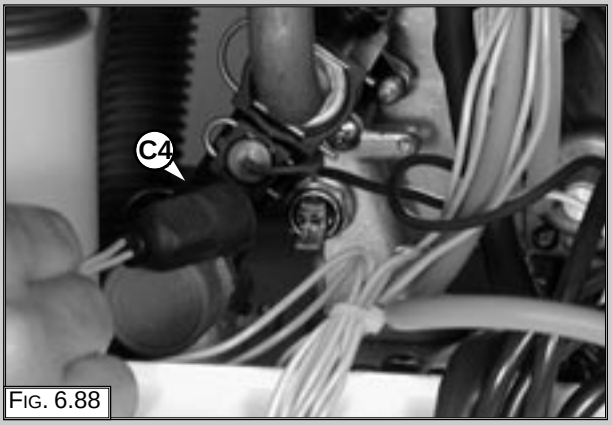

Fig. 6.88
1. Remove the electrical connector “C4” by pulling off (Fig. 6.88);